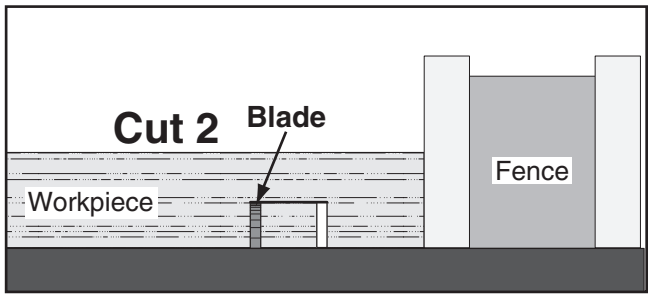

Figure 67. Second cut for a single-blade dado.
8. Repeat cutting operation on other side of dado, as shown in **Figure 67**.